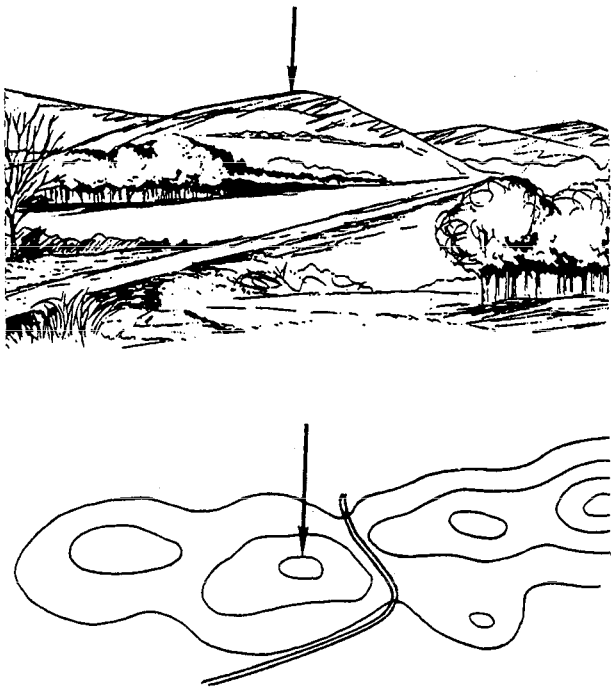

Figure 5-11.—Hill.
1. HILL. This is a point or small area of high ground (fig. 5-11). When you are located on a hilltop, the ground slopes down in all directions.